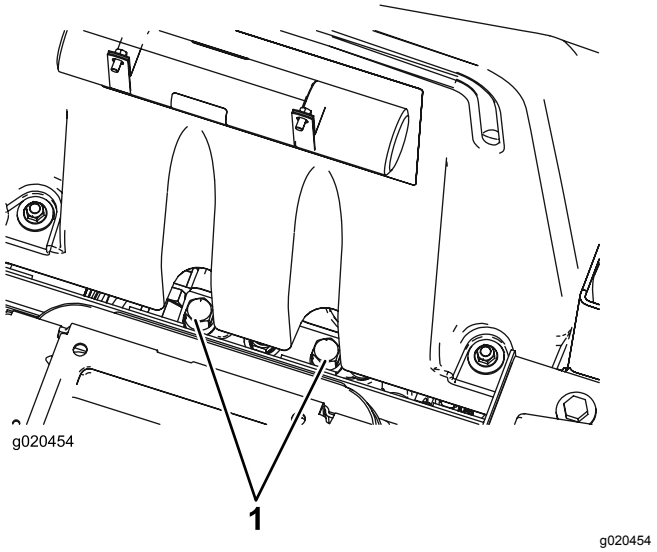

**Figuur 55**
1. Kantel de stoel en zoek de omloopkleppen; deze bevinden zich onder de voorzijde van de brandstoftank (Figuur 55).